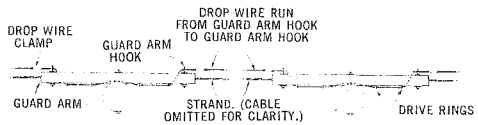

Fig. 7 — Drop Wire Run Along Lead from Guard Arm to Guard Arm
8.07 When it is necessary to run along the lead from guard arm to guard arm or from guard arm to pole, dead-end both ways using drop wire clamps as illustrated in Fig. 7, 8, and 9.